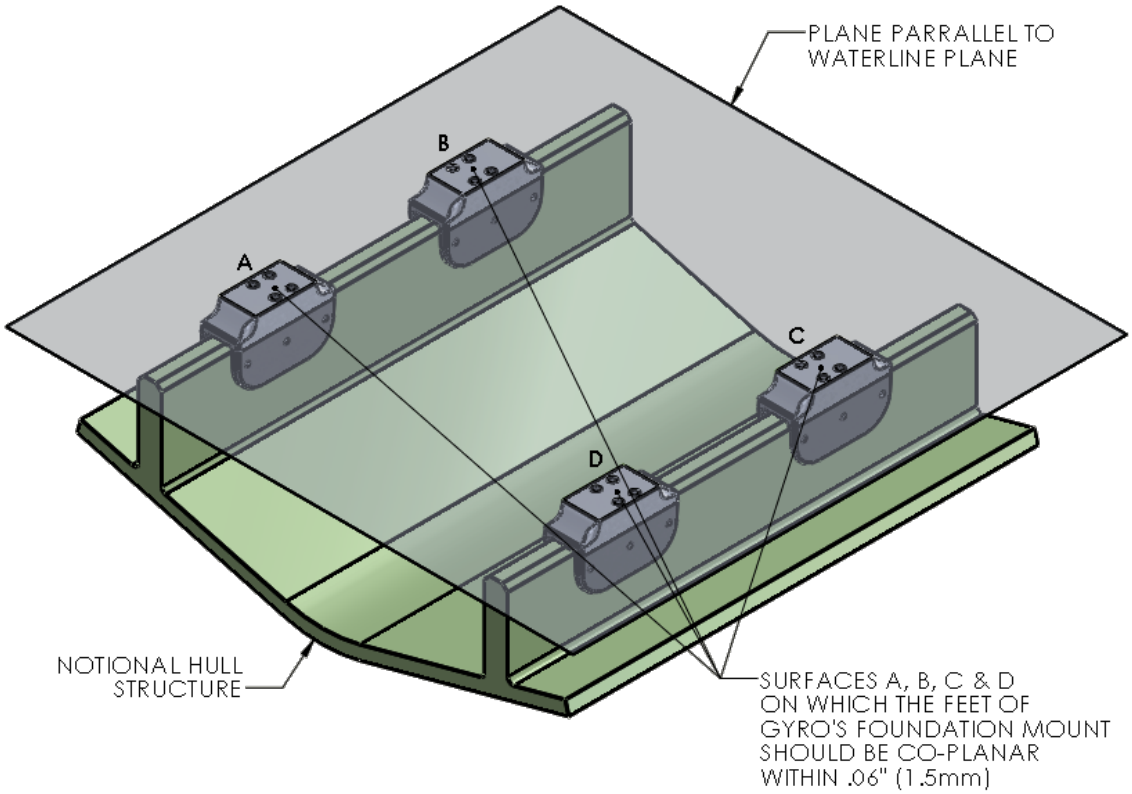

FIGURE 10 – COPLANAR PROPERTIES OF FOUNDATION
1) **The four areas where the feet of the gyro will rest should be coplanar to within .06" (1.5mm). See Figure 10.**
WITHIN .06" (1.5mm). SEE FIGURE 10.